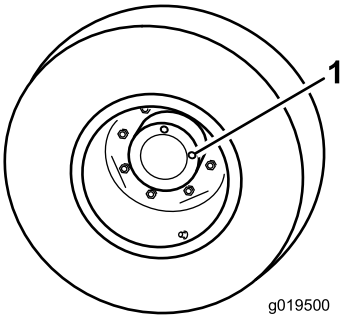

Bild 57
1. Wenn die Maschine auf einer ebenen Fläche steht, positionieren Sie das Rad so, dass eine Prüfschraube auf 12 Uhr und die andere auf 3 Uhr steht (Bild 57).
1. Prüf-, Ablassschraube (2)
2. Entfernen Sie die Schraube, die auf 3 Uhr steht (Bild 57).